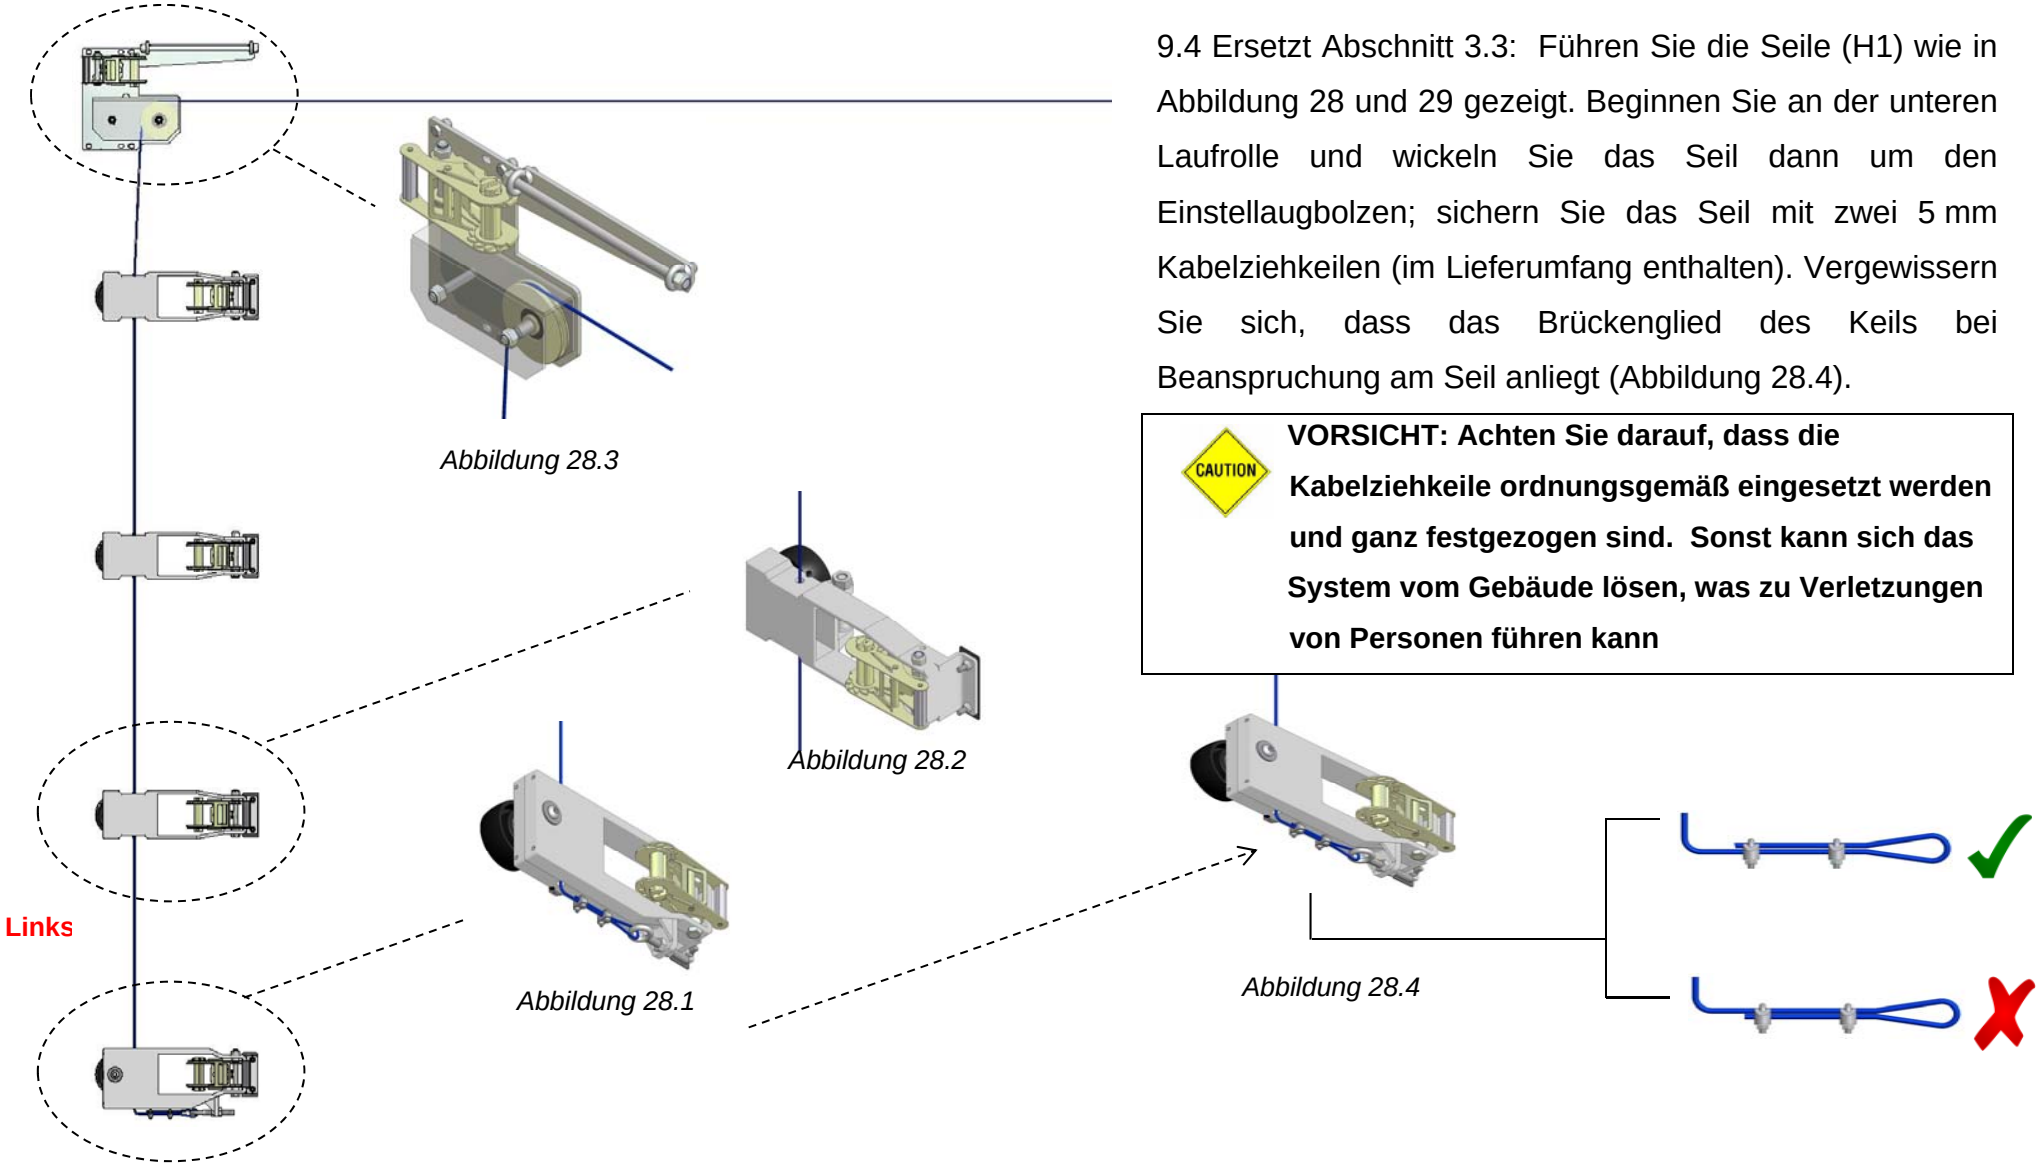

Abbildung 28
9.4 Ersetzt Abschnitt 3.3: Führen Sie die Seile (H1) wie in Abbildung 28 und 29 gezeigt. Beginnen Sie an der unteren Laufrolle und wickeln Sie das Seil dann um den Einstellaugbolzen; sichern Sie das Seil mit zwei 5 mm Kabelziehkeilen (im Lieferumfang enthalten). Vergewissern Sie sich, dass das Brückenglied des Keils bei Beanspruchung am Seil anliegt (Abbildung 28.4).